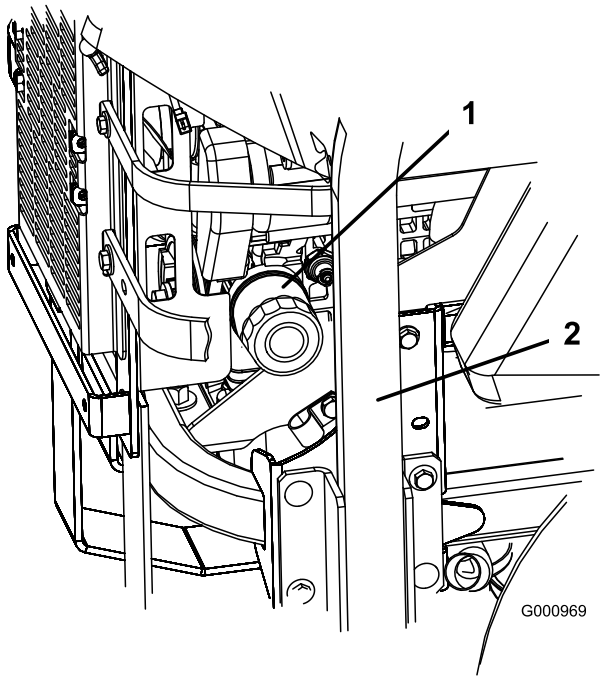
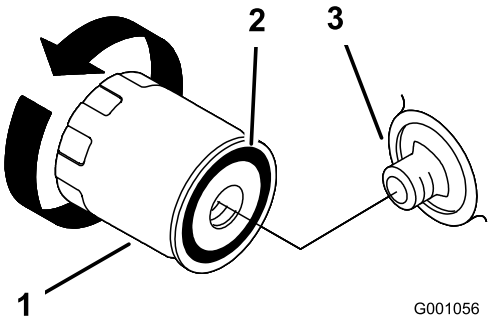

Figur 48
Figur 49
2. Drei filteret mot klokken for å fjerne det (Figur 48 og Figur 49).